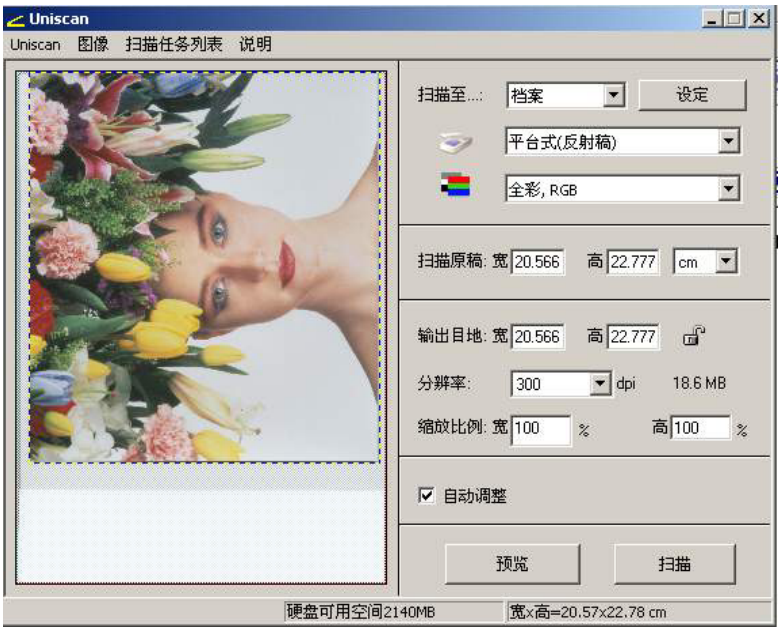

图 8
2. 选择「UniScan C500」中的“UniScan C500”即可调出 UniScan 界面（TWAIN）如图 8。软件操作方法请参考“A”节 6-8 项。
2. 选择“Uniscan”按下鼠标左键，“Uniscan”窗口即会打开。（参见图 8）